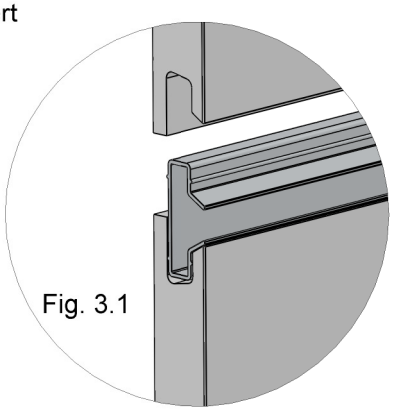

Fig. 3.1
- For inserted panels, an insert must be pre-installed at the horizontal panel seams prior to being secured to the wall. (See Fig. 3.1)